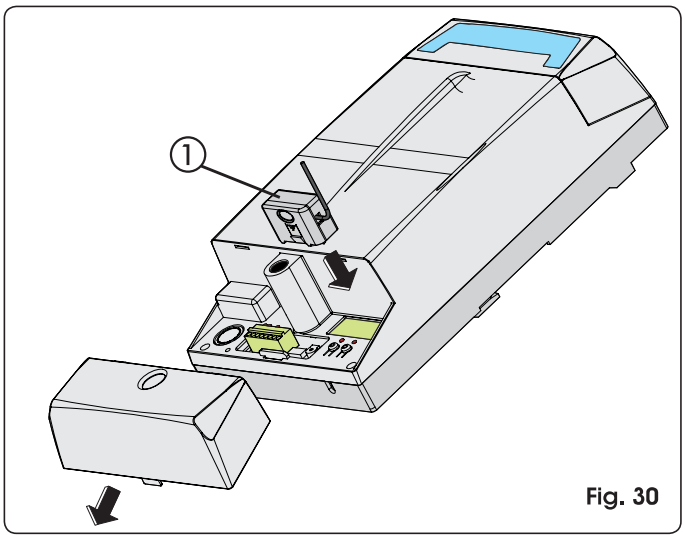

Fig. 30
L'armoire électronique est munie d'un système de décodage (DS, SLH, LC) bicanal intégré appelé OMNIDEC. Ce système permet de mémoriser, par l'intermédiaire d'un module récepteur supplémentaire (Fig. 30 ref. ①) et de radiocommandes de la même fréquence, tant l'ouverture totale (OPEN A) que l'ouverture partielle (OPEN B) de l'automatisme.